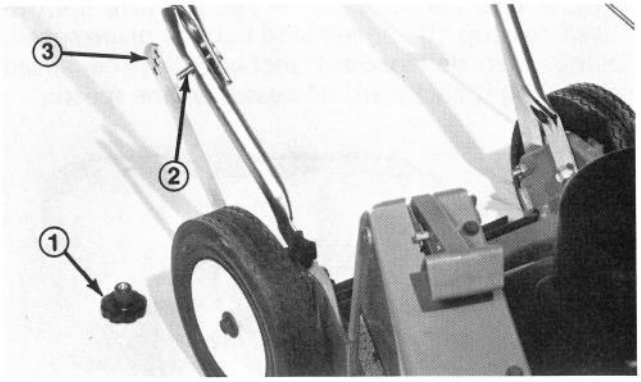

Figure 2
2. Loosen one knob and remove other knob from opposite side. Align threaded stud with hole in handle latch (Fig. 2), spring latch inward and allow latch to clip over stud.